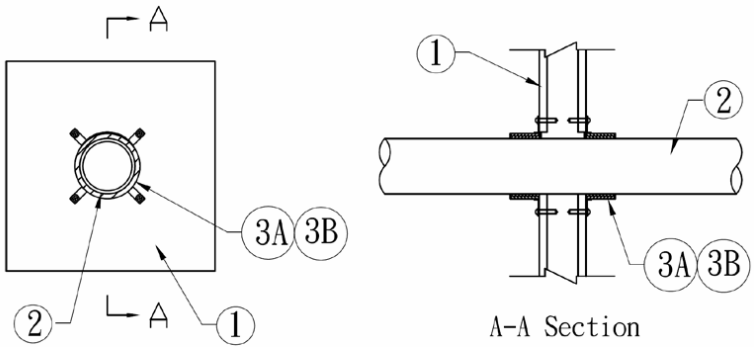

Figure 1. Through Penetration Firestop System
1. **SUPPORTING CONSTRUCTION:** Refer to Figure 1. Opening size shall be 1/2 in. larger than the OD of the penetrating pipe. Create a round through-opening in a symmetrical, Code-conforming, 1 hour fire-rated wall assembly consisting of the min. construction features of one of the following options:
2. **PENETRATING ITEM:** Refer to Figure 1 and Table 1. Position a max. 4 in. diameter plastic pipe in the opening made in the Supporting Construction (Item 1). Use any of the following pipe types in Schedule 40 or thinner: ABS, PVC, XFR, CPVC, or RNC. Establish an annular space, per Table 1, between the Penetrating Item and the Supporting Construction (Item 1).
3. **FILL, VOID, OR CAVITY MATERIAL:** Refer to Figure 1 and Table 1. Apply the following materials as indicated below: